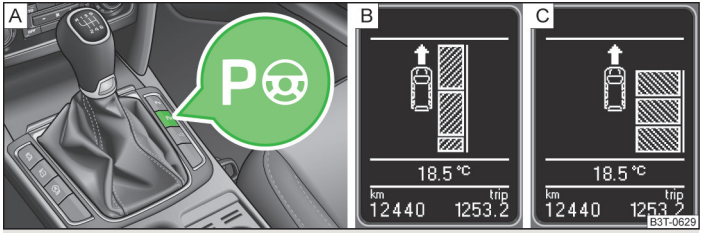

Fig. 133 **System button / display**
When the system is activated, the warning light P lights up » Fig. 133 on page 154 - A.
› Press the P » Fig. 133 symbol button **once**.
The display shows » Fig. 133 - B.
› Press the P » Fig. 133 symbol button **twice**.
The display shows » Fig. 133 - C .
- Press the P » Fig. 133 on page 154 symbol button **once**.